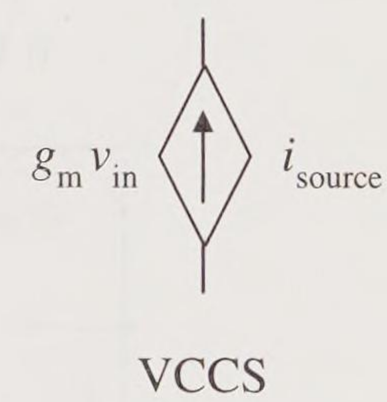

Figure 19-22 Voltage controlled current source
The symbol of Figure 19-22 represents an ideal voltage controlled (VC) current source (CS). The dependent current source's output i_{source} depends upon the voltage v_{in}. *Think voltage in, current out.*